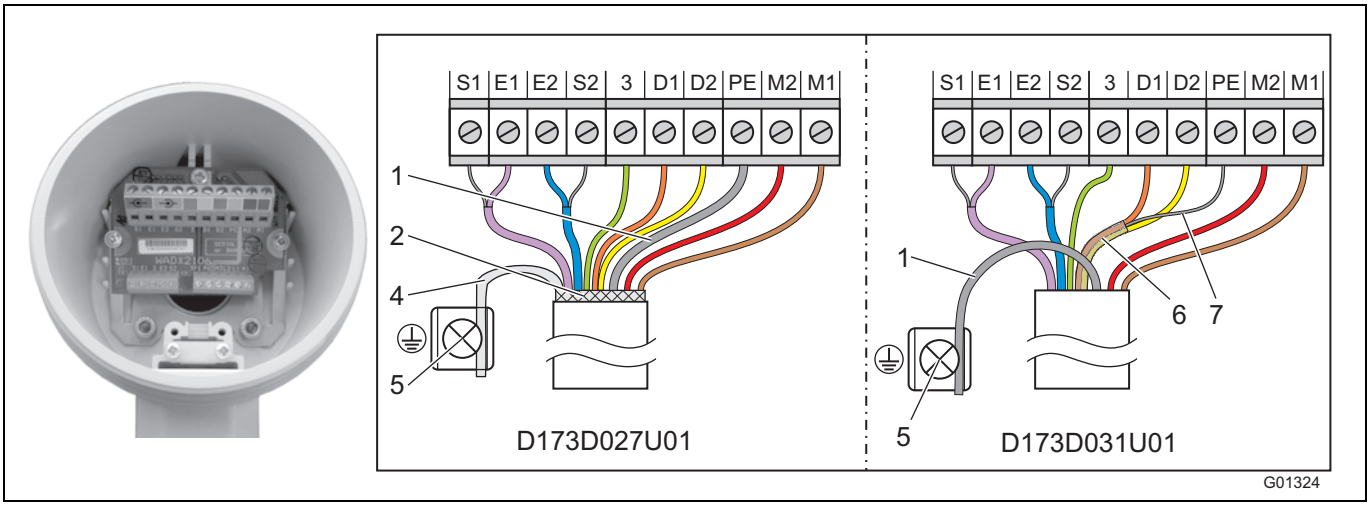

Fig. 34
Raccorder l'extrémité de câble côté capteur comme illustré à la Fig. 34.
- Raccorder tous les autres fils comme illustré à la Fig. 34.